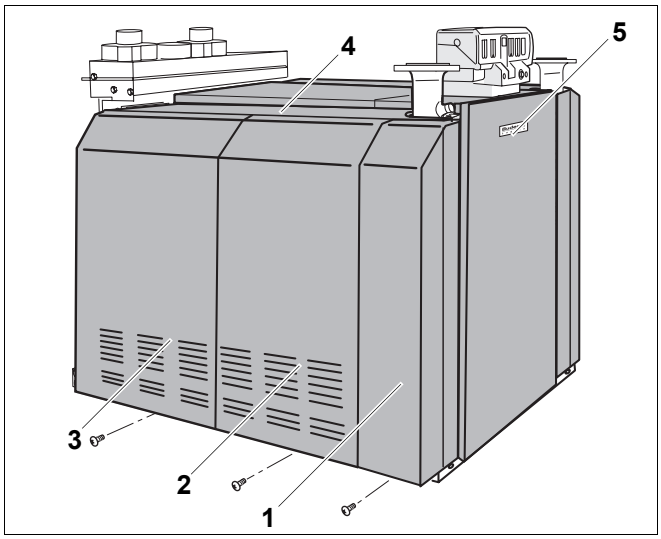

Rys. 88 Zmontowany kocioł Logano plus GB434
- Tylne ścianki boczne (rys. 88, **poz. 3**) i przednie ścianki boczne (rys. 88, **poz. 1**), i jeżeli są, także środkowe ścianki boczne (rys. 88, **poz. 2**), należy u góry zawiesić na bocznych pokrywach kotła (rys. 88, **poz. 4**), a na dole przykręcić do cokołu wzdłużnego śrubami z łbem płaskim 3,9 × 9,5.
- Wyjąć tabliczkę znamionową kotła (Logano plus GB434) (rys. 88, **poz. 5**) z torebki "Dokumentacja techniczna" i umieścić na już zamocowanej tabliczce znamionowej (Logano GE434) na ściance przedniej.
- Przykleić tabliczkę znamionową kotła Logano plus GB434 na bocznej obudowie kotła (rys. 88, **poz. 4**).